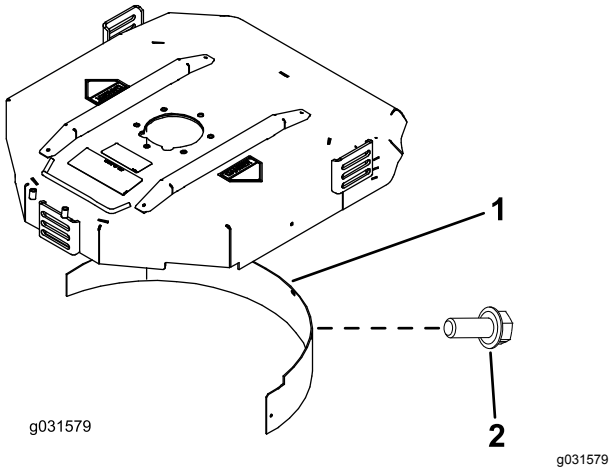

图 19
2. 将碎草隔板装入后开口内并使用 5 个凸缘头螺栓进行固定图 19。